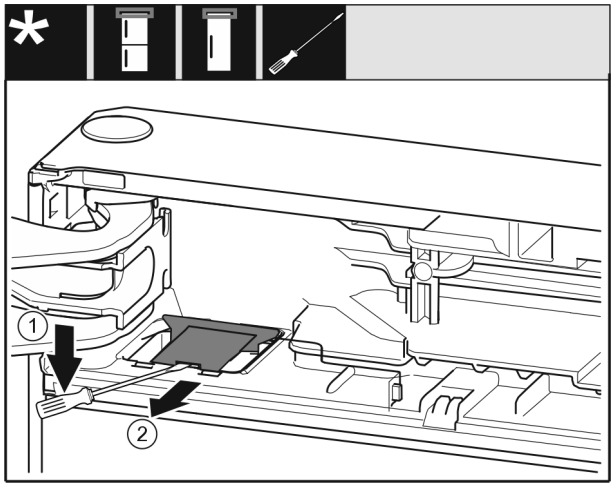

Fig. 14
▶ Use a flat-blade screwdriver to disengage the cover *Fig. 14 (1)*.
▶ Remove the cover *Fig. 14 (2)*.